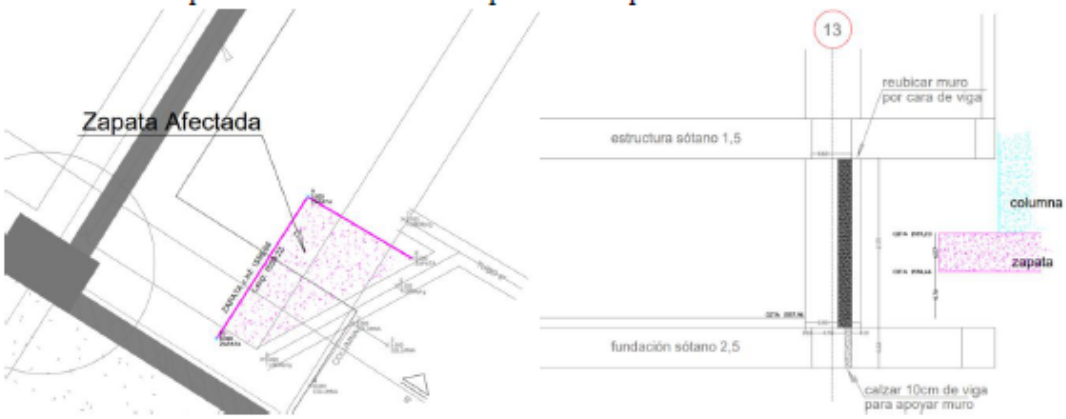

Figura 2. Modificación arquitectónica.
2. Se recomienda realizar la modificación en el diseño arquitectónico de sótano 2.5 de acuerdo con la propuesta de los ingenieros estructural y de suelos la cual consiste en correr el muro de contención del sótano 2.5 lo más alejado posible de la zapata existente. Al momento de presentado este comunicado, esta propuesta ya cuenta con aprobación por parte del equipo de arquitectos de proyecto. En la **Figura 2** se presenta un esquema de la modificación arquitectónica aprobada.